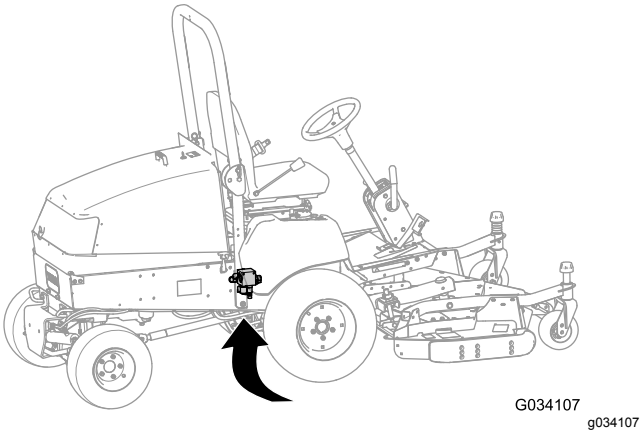

Figur 12
2. Lokalisera lyftgrenröret från maskinens undersida (i den högra ramkanalen bakom framaxeln) (Figur 12).